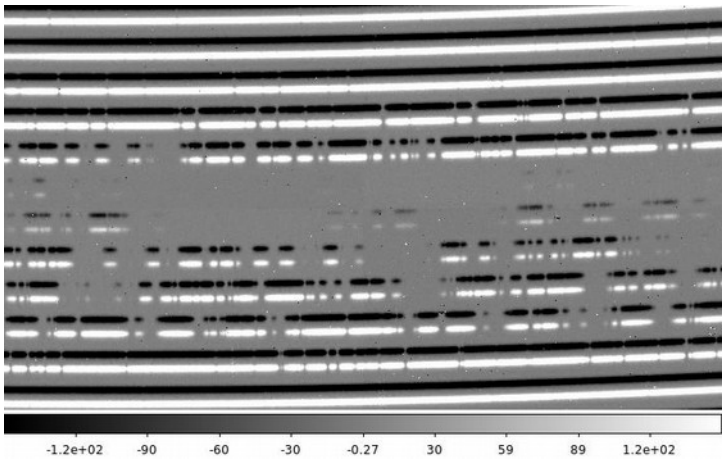

Figure 8: Nodding A-B: the B trace has negative values.
2. the image A-B is created, which takes care of the sky and dark subtraction (see Fig. 8). From this point on all the reduction is performed on this image, while the separate A and B images are used only for their headers;